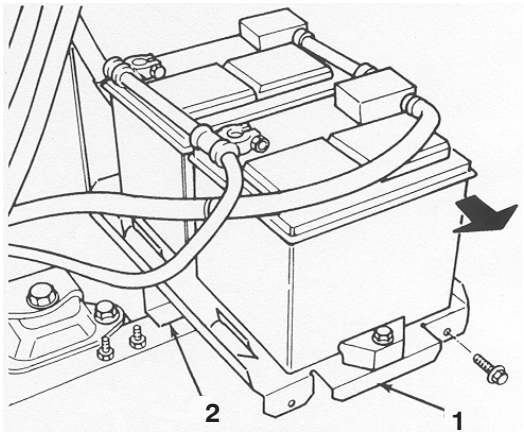

Figure 2
4. Remove the (2) screws retaining the battery tray to the battery base (Fig. 2). Slide the battery tray out to the side. This gives you more space to work on the hydraulic system.